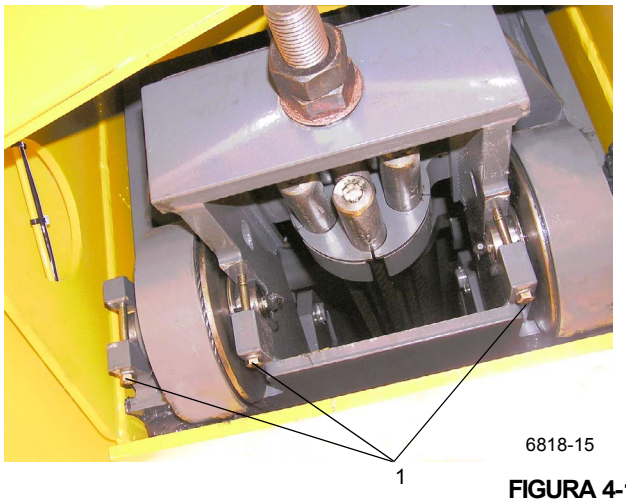

FIGURA 4-15
1. En los dos lados, saque los pernos (Figura 4-15, 1) que fijan cada miembro soldado del eje de la polea de retracción. Retire el eje, el buje espaciador, el conjunto de polea y las arandelas de empuje. De ser necesario, quite la grasera de los soportes soldados.